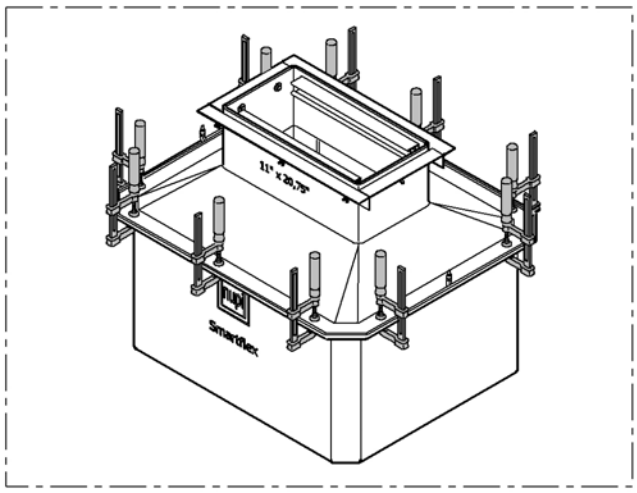

Fig. 3
• Bloquear los dos componentes de la arqueta utilizando 10 cierra-juntas (3 en cada lado largo y 2 en cada lado corto). (Fig. 3)